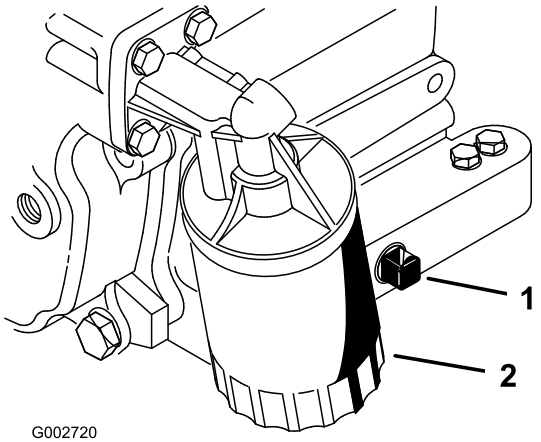

**Figuur 26**
2. Verwijder de aftapplug (Figuur 26) en laat de olie in een opvangbak lopen. Als er geen olie meer naar buiten stroomt, plaatst u de aftapplug terug.
3. Verwijder het oliefilter (Figuur 26). Smeer een dun laagje schone olie op de pakking van het filter.